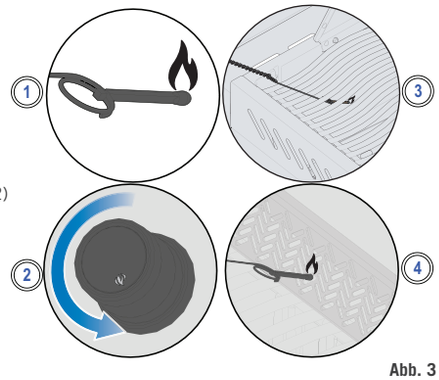

Abb. 3
3. und drehen Sie gleichzeitig den Bedienknopf für den entsprechenden Brenner hoch (Abb. 3)